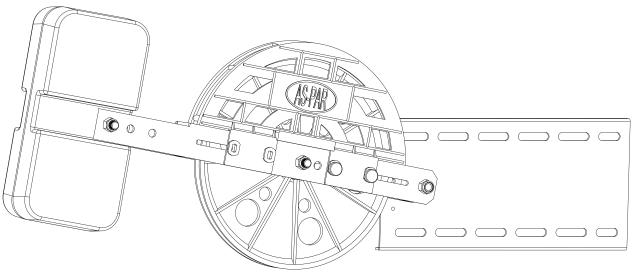

Fig. 24
a. Cut the rope in suitable lenght fot he pit, pass it trought the tension pully's roller. Then connect it to safety gear by using necessary connection parts. As you can see in Figure 24 hang tension pulley approximately 450 mm height from ground. When properly assembled, tension pulley will make an angle of about 10° upward. Lastly mount the protection of tension pulley